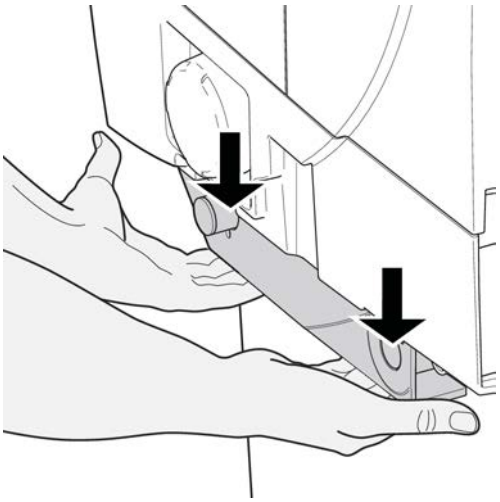

Figure 2-2. Lifting points
1) Use the lifting points to remove the machine from the pallet. See Figure 2-2 "Lifting points" on page 22.